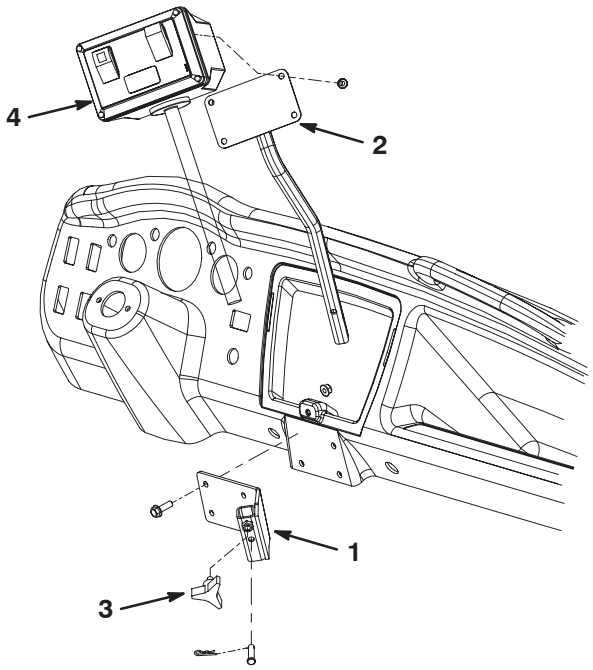

Figura 9
1. Monte o suporte de encaixe no painel do veículo Workman com (4) parafusos de 5/16–18 x 1 pol. e porcas. Posicione os componentes como se indica na Figura 9.